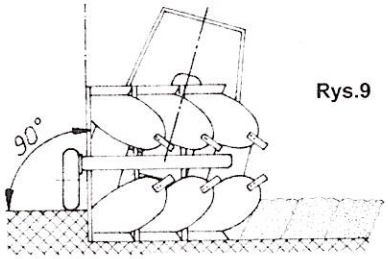

Rys.9
- Śruby zderzaka **1**(Fot. **9**) ustawiamy tak, aby kąt pługa wynosił 90° do gruntu(**Rys. 9**). Długość śrub powinna być jednakowa, dopuszcza się minimalne różnice.